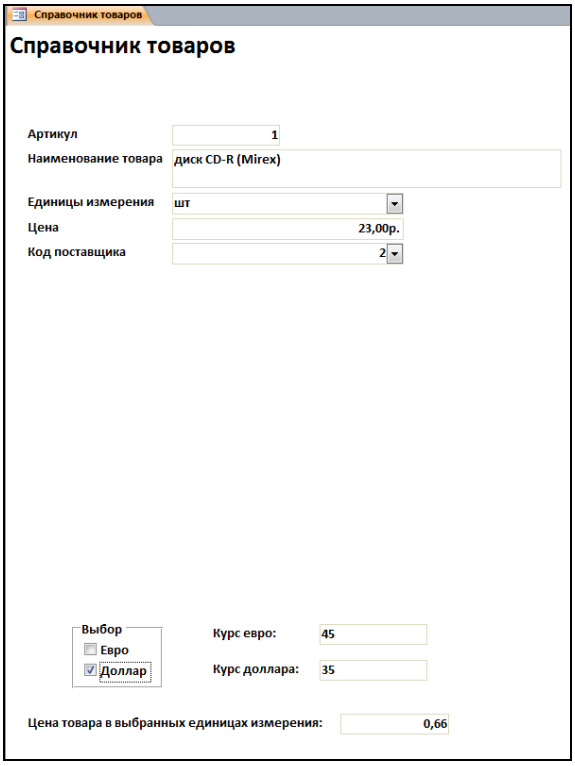

Рис. 3.52. Расчет стоимости в выбранных денежных единицах:
14. Результат пересчета представлен на рис. 3.52.